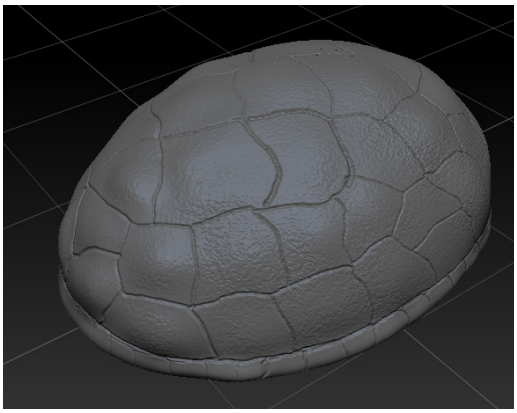

Figure 3-69 *The final output*
6. Press and hold the left mouse button and drag the cursor on the surface of the *turtle shell*; the final output is created, as shown in Figure 3-69.